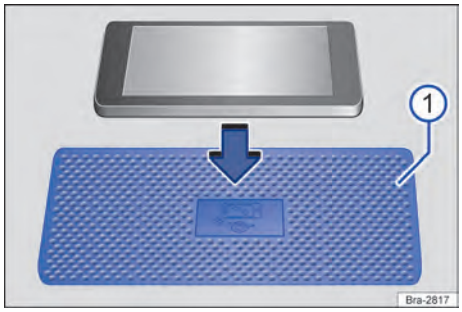

Fig. 150 Superficie de alojamiento con estera para la función de carga inalámbrica (representación esquemática).
En algunos vehículos, la estera tiene el símbolo de un teléfono que indica la posición central → Fig. 150 ①. El símbolo de la superficie de alojamiento puede tener otro aspecto en algunos vehículos.